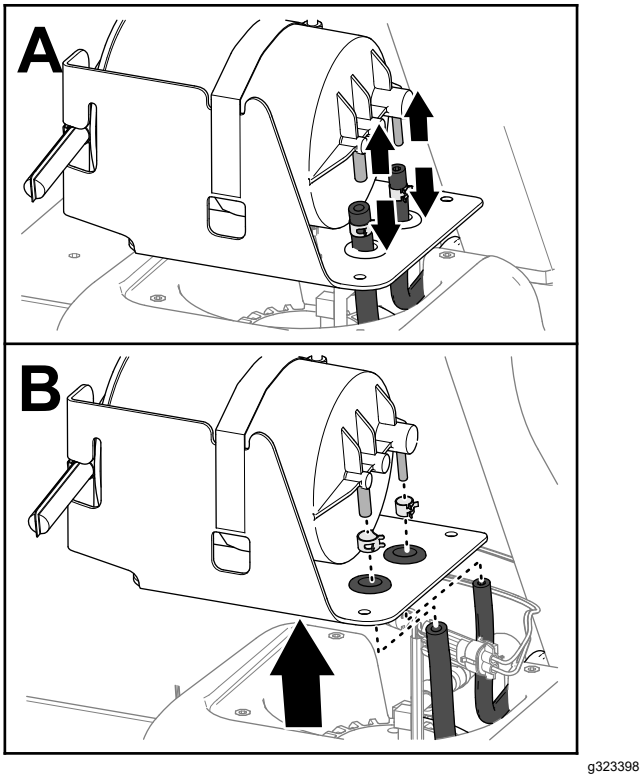

**Figur 85**
4. Lossa slangarna från kopplingarna (Figur 85).
5. Ta bort slangklämmorna från slangarna (Figur 85).
6. Ta bort kolkanistern från bränsletanken (Figur 85).